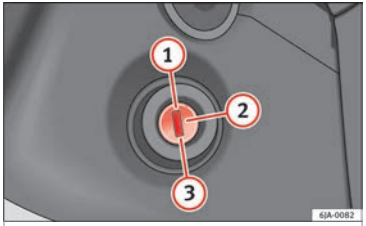

Fig. 89 Ignition key positions.
- When moving with the engine switched off, the ignition key must always remain in position ② ››› Fig. 89 ››› page 97 (ignition on). The control lamps will light up in this position. Otherwise, the steering lock could engage suddenly. Risk of accident!
- The starter motor may only be used (key position ③ ››› Fig. 89 ››› page 97 in the ignition) if the engine is off. Using the starter motor when the engine is running could damage it.
- Press the clutch pedal all the way down (2) ››› Fig. 89 ››› page 97 and start the engine (3), without pressing the accelerator. Keep the clutch pedal pressed down until the engine starts.
- Release the ignition key as soon as the engine starts. The key returns to position (2).
- If the engine does not start after 10 seconds, turn the key back to position (1). Repeat the action after 30 seconds.
Stop the engine by turning the ignition key to position (1) ››› Fig. 89 ››› page 97.